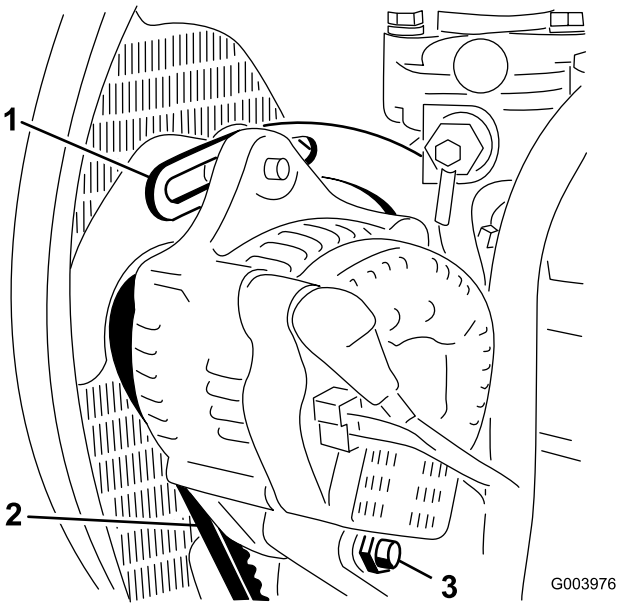

Figur 66
2. Kontroller generatorremmens tilspænding ved at trykke den ned (Figur 66) midt mellem generatoren og krumtapakslen med en belastning på 10 kg.
3. Løsn den bolt, der fastgør afstiveren til motoren (Figur 66), den bolt, der fastgør generatoren til afstiveren, og drejebolten.